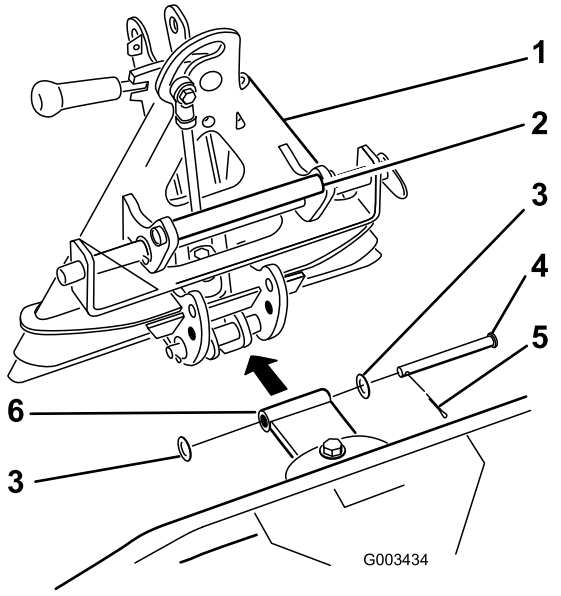

Figur 14
3. Koppla ihop det raka tappfästet med hållaren i enlighet med Figur 14 med hjälp av en sprintbult (1/2 x 4 1/2 tum), två brickor (0,531 x 1,063) och en saxpinne.
Håll alltid i handtaget på baksidan av redskapshållaren när du ska lyfta eller flytta redskapet (Figur 14).